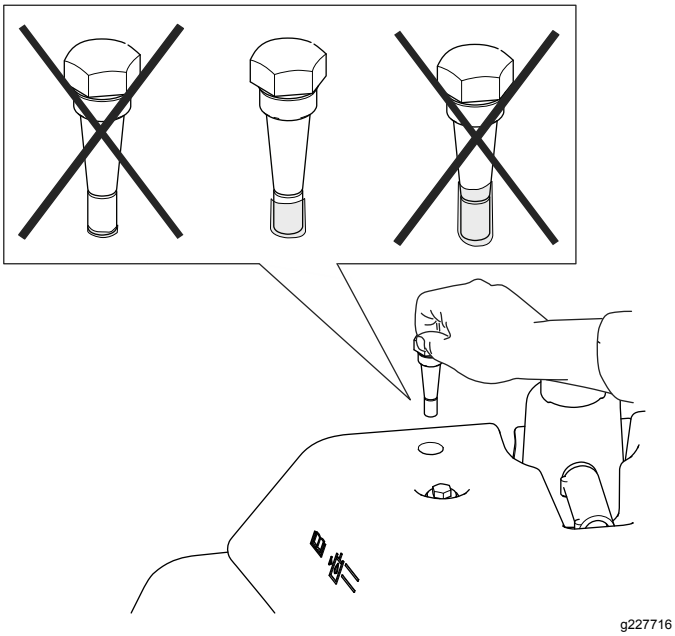

Figur 49
4. Fjern målepinden, og kontroller væskestanden. Hvis standen er mellem mærkerne på målepinden, er niveauet tilstrækkeligt. Hvis væskestanden ikke er mellem mærkerne, skal væskestanden tilpasses derefter (Figur 49).